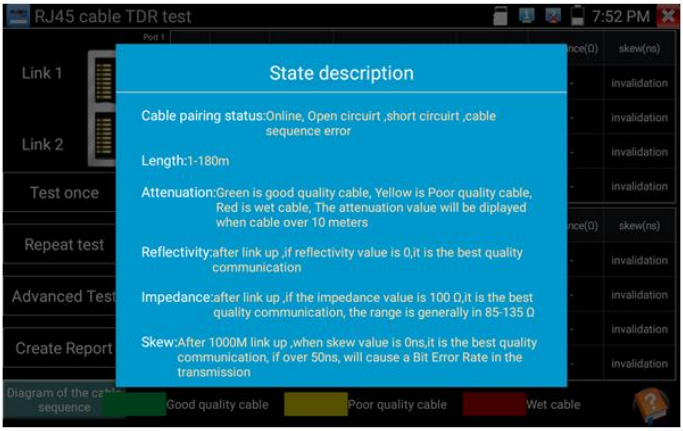

Рис. 150 Справочная информация подключения кабеля к тестеру для TDR теста
1) «Справочная информация» (Help) содержит информацию о каждом из измеряемых параметров, рис. 150;